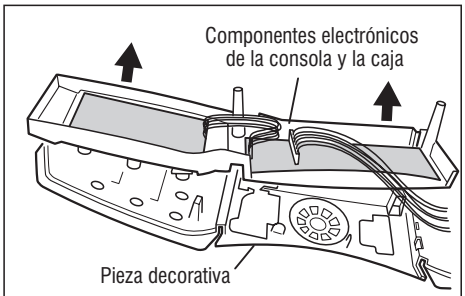

Figura 22 *Tire suavemente de la caja de la consola separándola de la pieza decorativa.*
5. Tire suavemente de la caja de componentes electrónicos de la consola separándola de la pieza decorativa. Vea la figura 22.